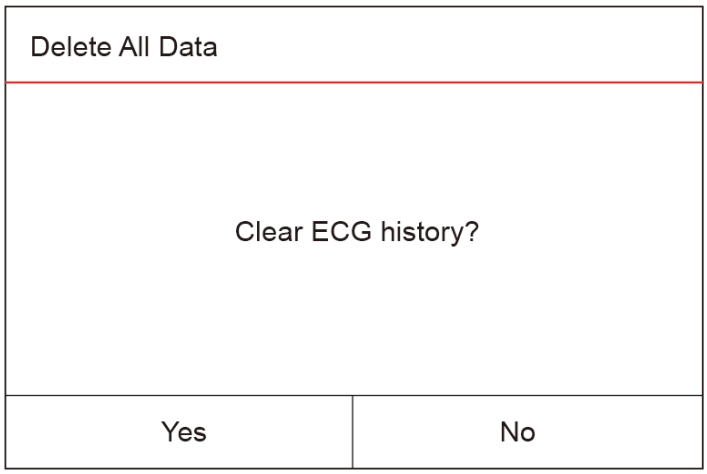

Figure 4.5 Delete ECG history
- Long pressing OK "" key, then a dialog of deleting records pops up, as shown in figure 4.5, the user can delete all history ECG waveform data according to prompt.